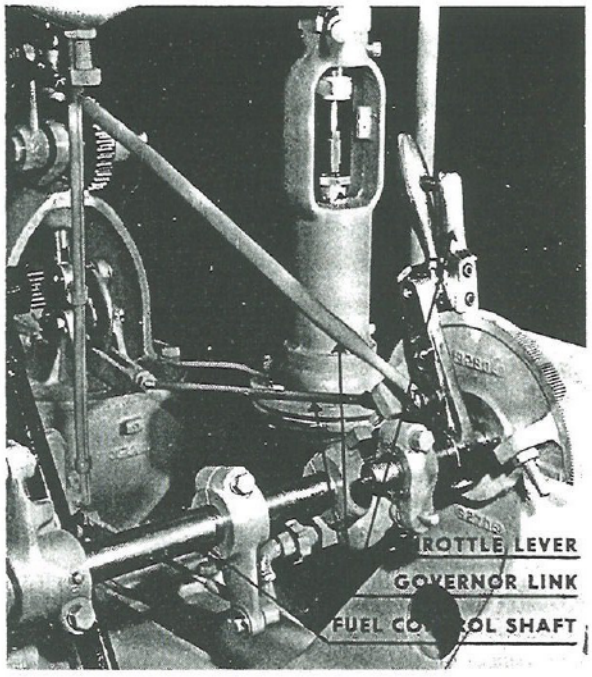

Fig. 68. Throttle Lever Controlling Governor
79. THROTTLE LEVER. The throttle lever is shown in Fig. 68. It is mounted on a notched quadrant and has a grip handle which permits the throttle to be set at any notch. The governor controls the amount of fuel injected into the cylinders, and the throttle sets the amount of fuel the governor can deliver as explained in the discussion of the governors in Sect. V.